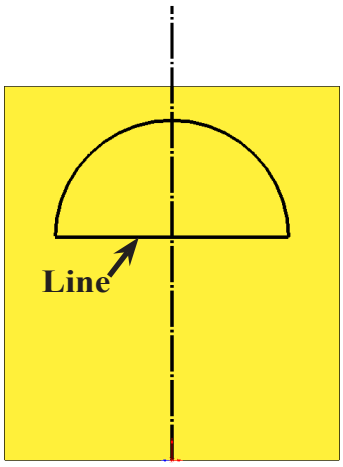

Fig. 28
Step 9. Draw a horizontal line across the endpoints of arc, **Fig. 28**.